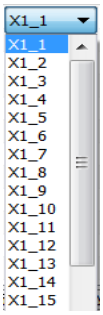

Рис. 3.4 Меню выбора цепей
- Столбец X_A предназначен для выбора начальной точки проверяемой электрической цепи. Нажатие на ячейку X1_1 вызывает ниспадающее меню X1_1, где следует выбрать требуемый контакт электрической цепи (*Рис. 3.4*);